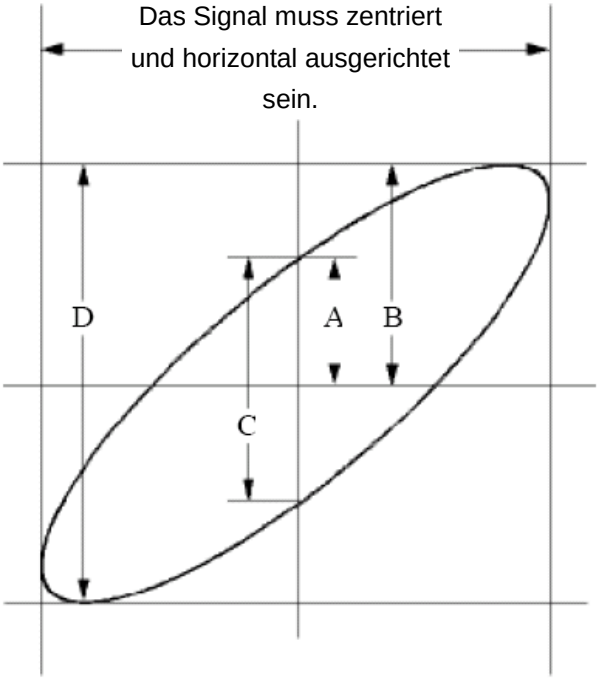

Abb. 83 Lissajous-Figur
8. Beobachten und berechnen Sie die Phasendifferenz mit der elliptischen Oszillogramm-Methode (siehe **Abb. 83**).